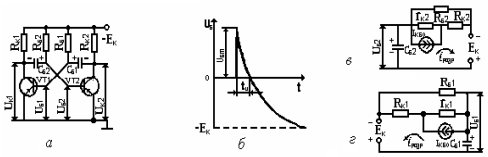

Рис. 1.1
1. По каким цепям происходит заряд конденсатора $C_{б1}$ (рис.1.1а)?
Дать анализ временной характеристики и эквивалентных схем (рис.1.1б,в,г).